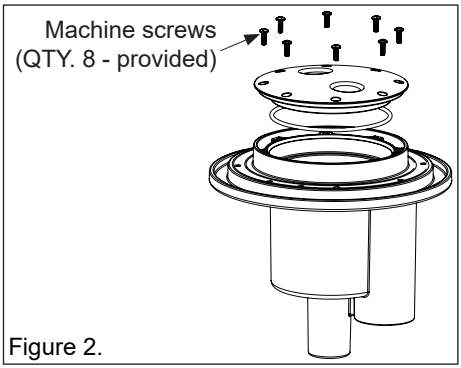

Figure 2.
1. Install the O-ring on the gunite cover and install the gunite cover over the top of the niche using the supplied machine screws, see Figure 2. This will protect the light cavity of the niche during installation. Secure the gunite cover with the eight 8-32 x 1/2-inch machine screws (provided), see Figure 2. Using a No. 2 Philips head screwdriver, tighten each retaining screw to 10 (minimum) - 15 (maximum) in-lbs to secure the gunite cover on the niche. DO NOT OVER TIGHTEN THE SCREWS. DO NOT ASSEMBLE WITH POWER TOOLS. Over tightening or using a motorized screwdriver on the gunite cover screws can over torque the screw threads and damage the niche housing and/or gunite cover.
1. Install the O-ring on the gunite cover and install the gunite cover over the top of the niche using the supplied machine screws. This will protect the light cavity of the niche during installation. Secure the gunite cover with the eight 8-32 x 1/2-inch machine screws (provided), see Figure 2 on page 6. Using a No. 2 Philips head screwdriver, tighten each retaining screw to 10 (minimum) - 15 (maximum) in-lbs to secure the gunite cover on the niche. DO NOT OVER TIGHTEN THE SCREWS. DO NOT ASSEMBLE WITH POWER TOOLS. Over tightening or using a motorized screwdriver on the gunite cover can over torque the screw threads and damage the niche housing and/or gunite cover.